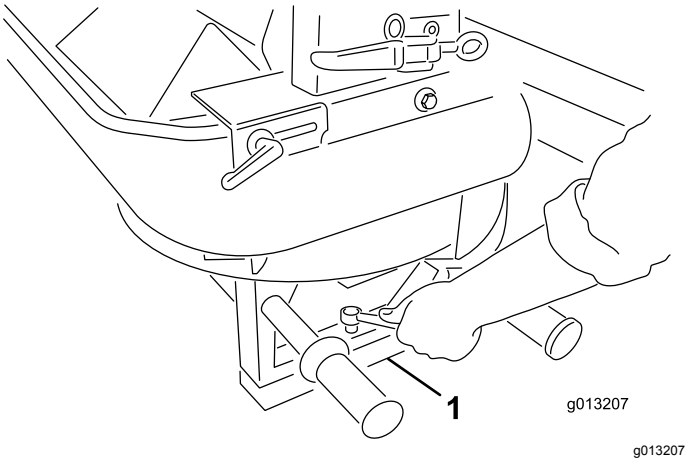

Figur 6
5. Fjern de fire skruene fra bena på dobbeltspinneren. Med hjelp fra en annen person, løft dobbeltspinneren og fjern pakkebolter og pakkeskum (Figur 6).